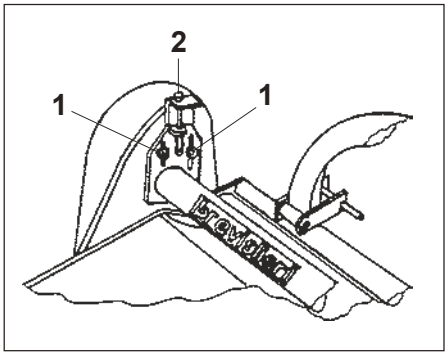

Fig. 16
- Aflojar los pernos (1 Fig. 16) de la placa polea motriz;
- Aflojar la contratuerca del tornillo de regulación (2 Fig. 16);
- Operar con el tornillo de regulación (2 Fig. 16) hasta lograr la correcta tensión de las correas;
- Ajustar la contratuerca del tornillo de regulación (2 Fig. 16);
- Ajustar los pernos (1 Fig. 16) de la placa de la polea motriz;